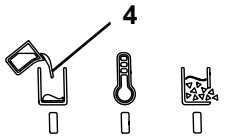

Abb. 12
- ♦ Die Anzeige „Aufheizen / Betriebsbereit“ (5, Abb. 12) ist aus.